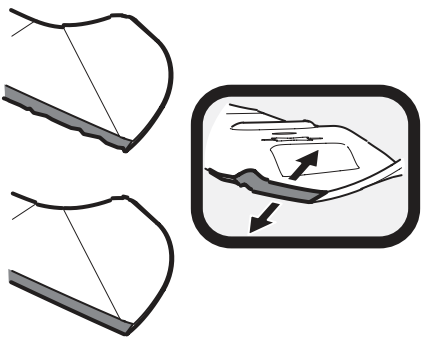

Fig. 55
1. Pour aiguiser correctement les lames de coupe, aiguisez les deux tranchants des lames de façon égale, parallèlement à la voile, à un angle de 25° à 30°. Aiguisez toujours chaque lame de coupe de façon égale pour assurer l'équilibre des lames (Fig. 55).